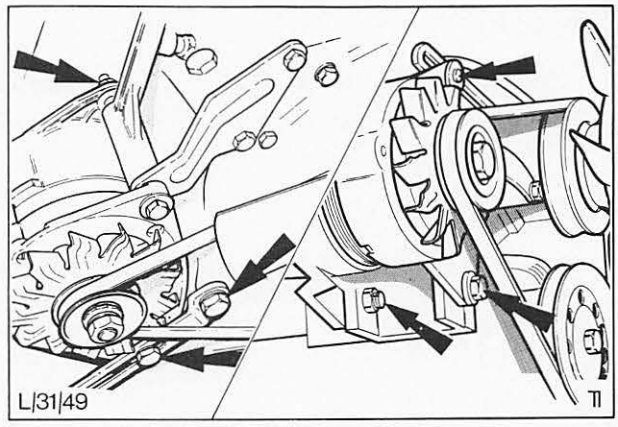

Abb. 16 Befestigungsschrauben – Drehstromlichtmaschine
4. Befestigungsschrauben der Lichtmaschine lösen, Abb. 16, und Lichtmaschine zum Motor hinschwenken.